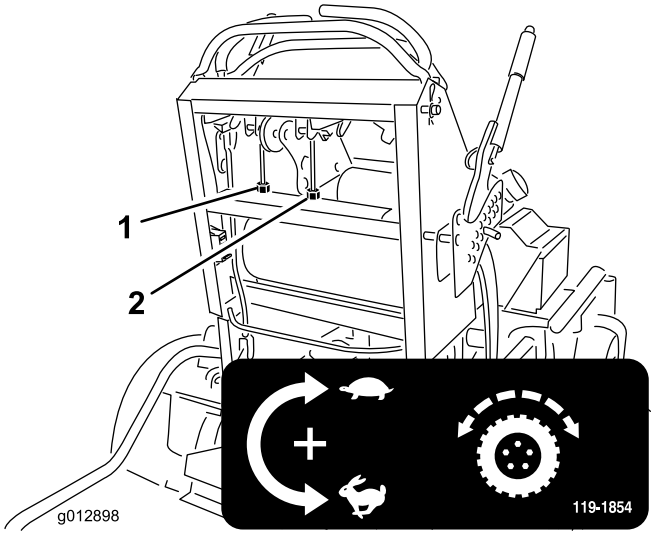

Figure 56
4. Tournez le dispositif de réglage du câble droit pour placer la commande de déplacement droite au centre de la fente de verrouillage au point mort du panneau de commande. Tournez ensuite le dispositif de réglage gauche d'un quart de tour à la fois jusqu'à ce que la machine avance en ligne droite (Figure 56).